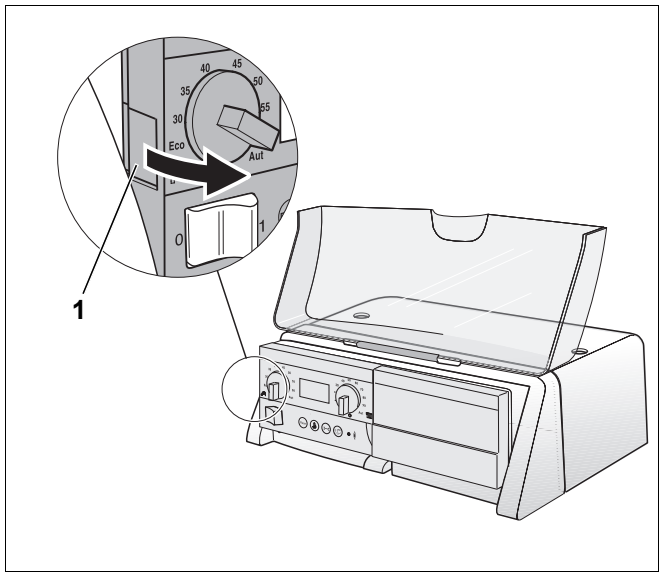

Afb. 2 Basiscontroller demonteren
- Druk het ontgrendelingslipje (afb. 2, **pos. 1**) aan de basiscontroller in.